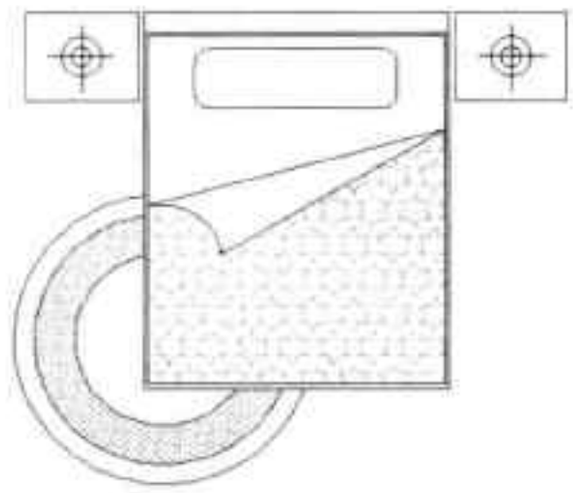

图7-78 填充圆形地毯
Step12 执行“偏移”和“图案填充”命令，完成圆形地毯的填充，如图 7-78 所示。